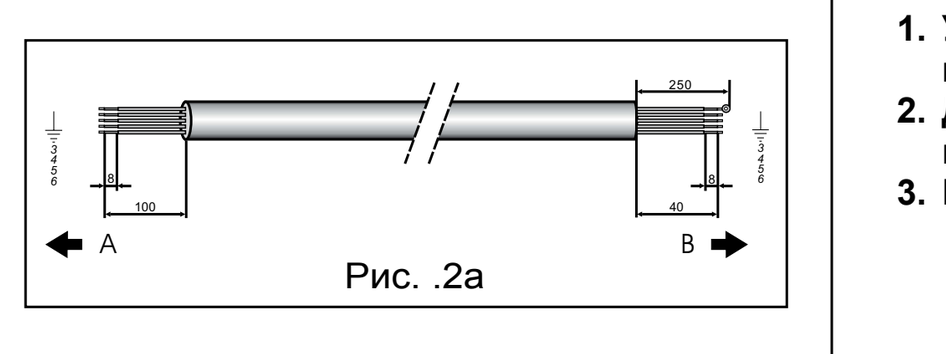

Рис. .2a
2. Приготовить концы многожильного кабеля (7)для соединения как показано на рис.2a.